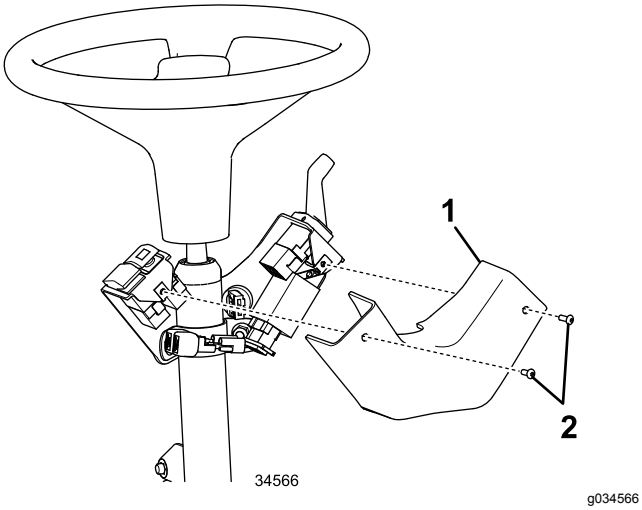

Bild 29
16. Befestigen Sie die Abdeckung mit zwei Sechskantschrauben an der Säulenhalterung, wie in Bild 29 abgebildet.